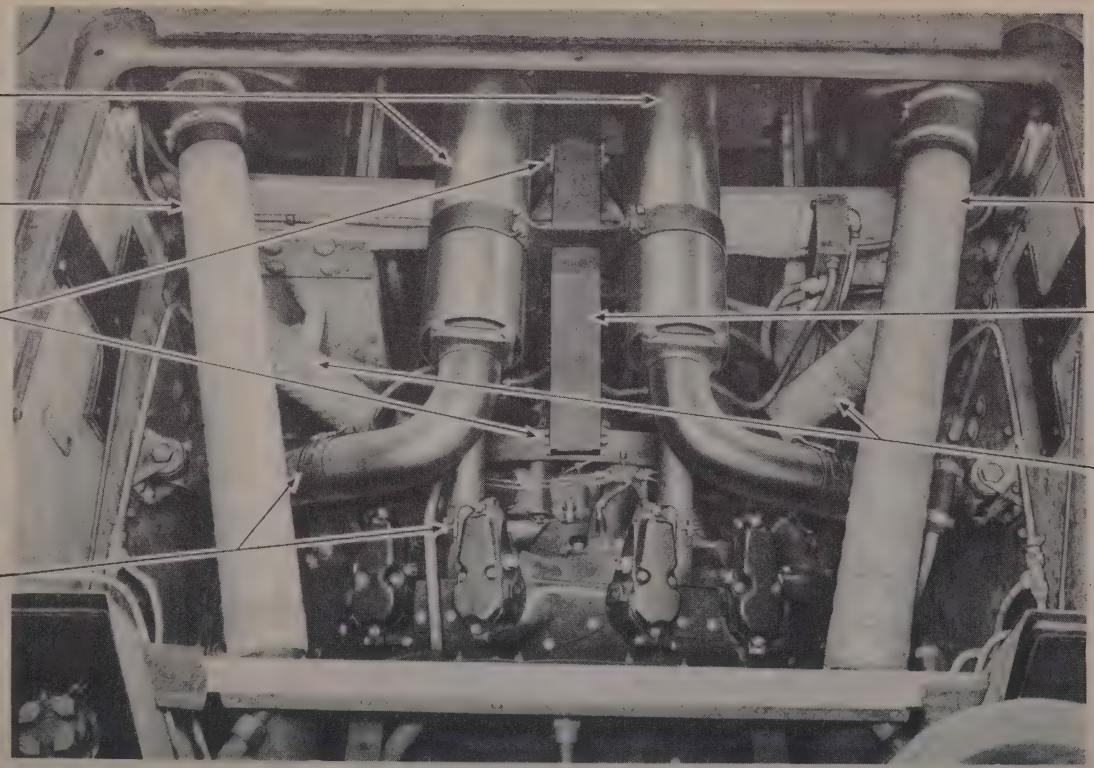

Figure 57—Engine Compartment with Top Plates Removed
(4) Removing Muffler Assembly (fig. 57).